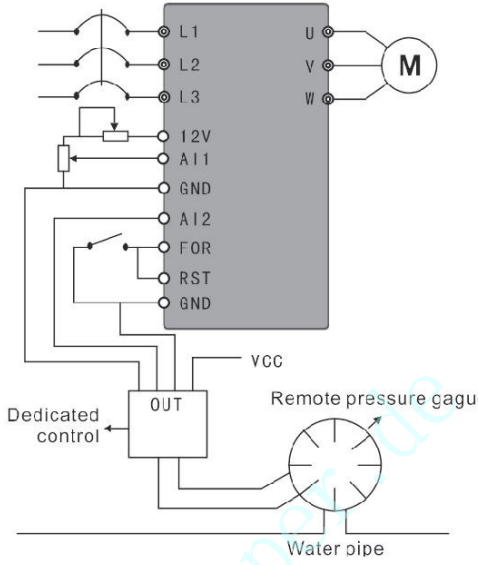

Abbildung F-6 Wasserversorgung mit konstantem Druck – Fernmanometer
(2) Verwenden Sie ein externes Manometer mit einem Messbereich von 0–10 kg; bei Bedarf nutzen Sie die externe Schnittstelle zur Steuerung des Betriebs und des Stopps sowie zur Einstellung des Sollwerts über ein Potentiometer. Wie in Abbildung F-6 dargestellt.